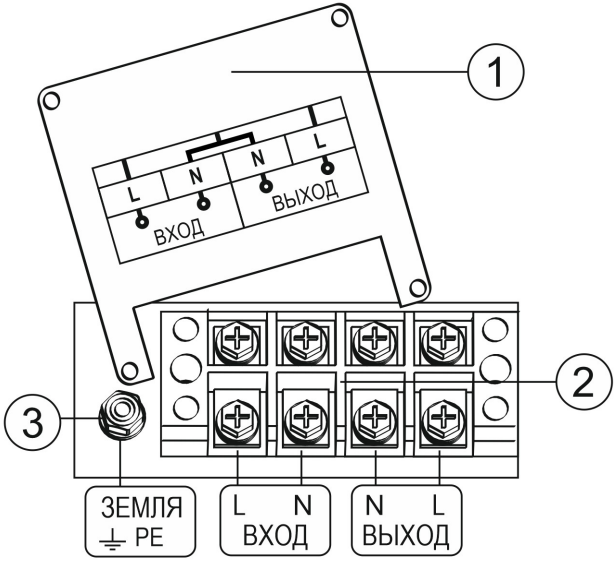

Рисунок 4 - Схема подключения к клеммной колодке:
- Подключить провода к клеммной колодке в соответствии с назначением и фазировкой (см. рис. 4);
- Проверьте правильность подключения изделия (см. рис. 4).